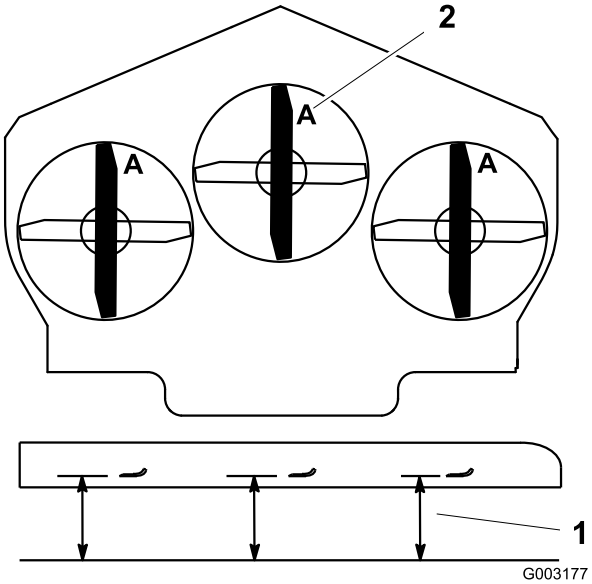

Figur 80
3. Rotera knivarna tills ändarna vetter framåt och bakåt (Figur 80). Mät från ett jämnt underlag till knivens egg vid punkt **A** på knivarna (Figur 80). Anteckna detta mått.